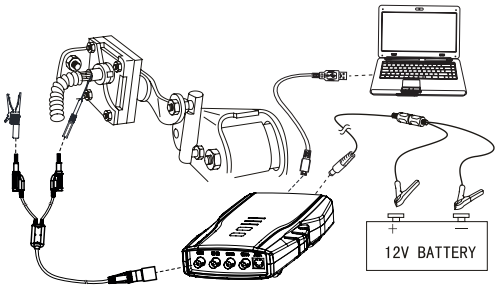

Fig. 24: Equipment connection
1. Connect equipment according to Fig.24, switch on power supply.
As shown Fig.24 for waveform characteristics of ride height (position) sensor, and different vehicle models may have different indexes, subject to manufacturer’s manual.